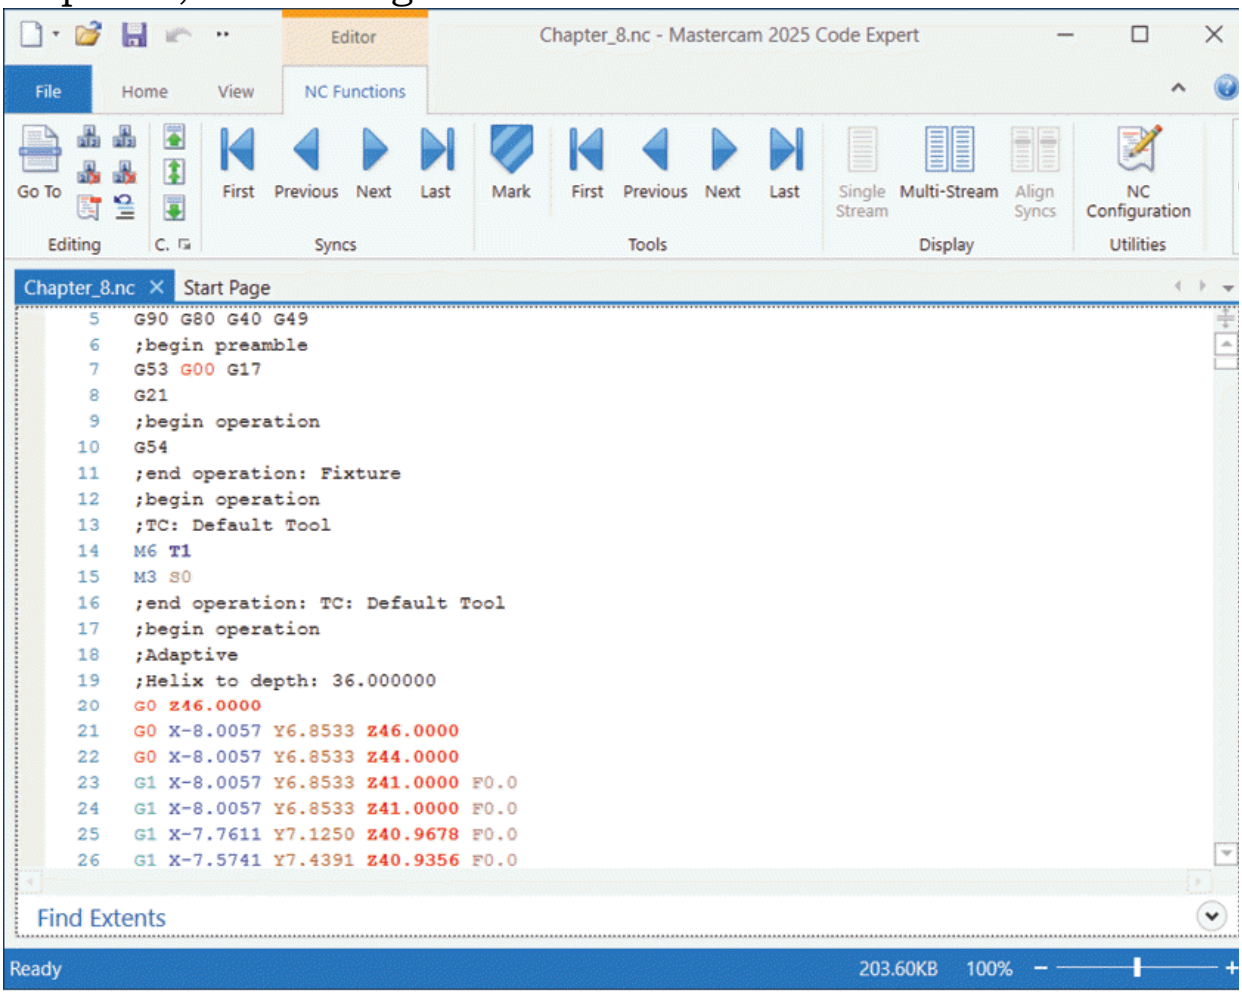

Figure-63. Mastercam Code Expert application window
- Select desired NC code file to be edited and click on the **Open** button. If you are using default option then the **Mastercam Code Expert** application window will be displayed with file opened; refer to Figure-63.